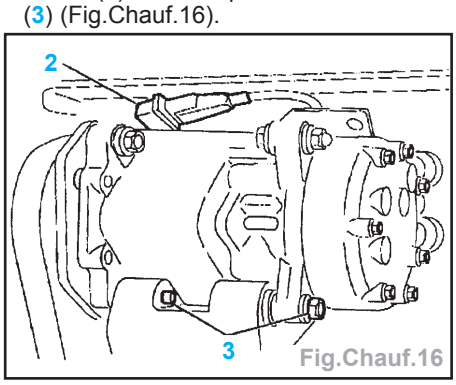

Fig.Chauf.16
- Déconnecter l'alimentation (2), déposer les vis (3) et le compresseur avec les vis (3) (Fig.Chauf.16).